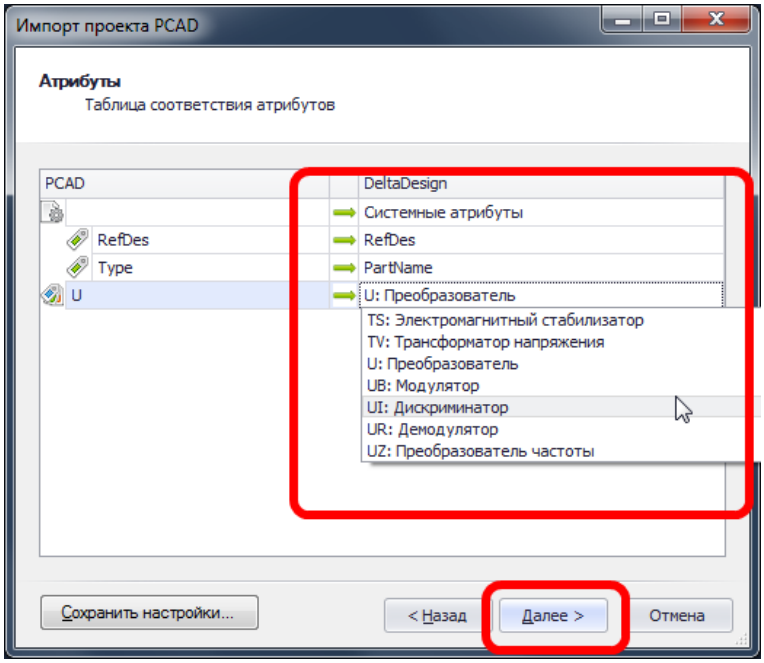

Рис. 363. Установка соответствия для импортируемых данных
7. На следующем этапе импорта необходимо установить соответствие семейств и атрибутов импортируемых компонентов с теми семействами и атрибутами, что заданы в системе. Обычно соответствие устанавливается автоматически. Тем не менее, установленное соответствие можно исправить, воспользовавшись таблицей, см. Рис. 363.